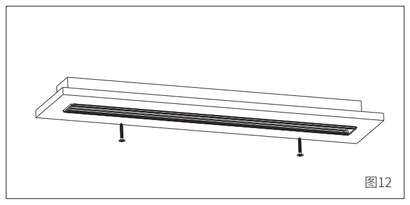

图12
6、把导轨对着安装槽放进去，用自攻螺丝把导轨锁紧在槽里，安装即完成，如图12;